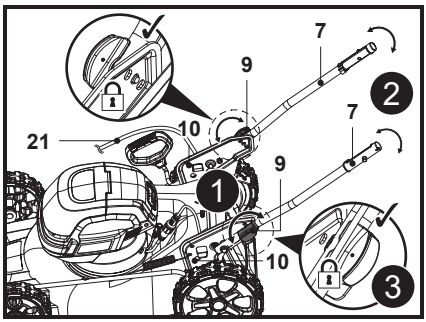

Fig. 2
3. Alinee los orificios de montaje de la barra inferior del manillar (7) con el soporte del manillar (10) y gire el bloqueo del manillar (9) 90° en dirección contraria (Fig. 2, paso 1).
4. Gire la barra inferior del manillar (7) hasta que el pasador autotensor (9a) atraviese uno de los orificios de montaje del soporte del manillar (10) (Fig. 2, pasos 2 y 3).
5. Repita el procedimiento de montaje anterior con la otra barra inferior del manillar (7).